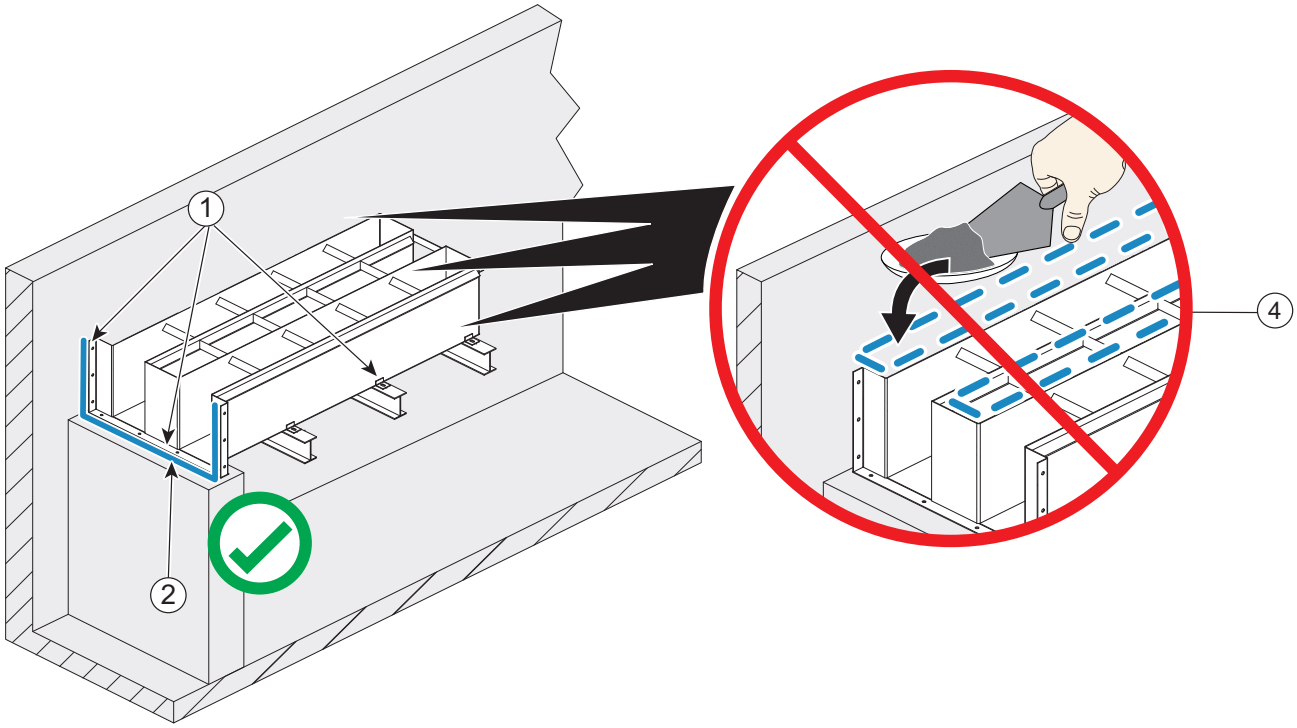
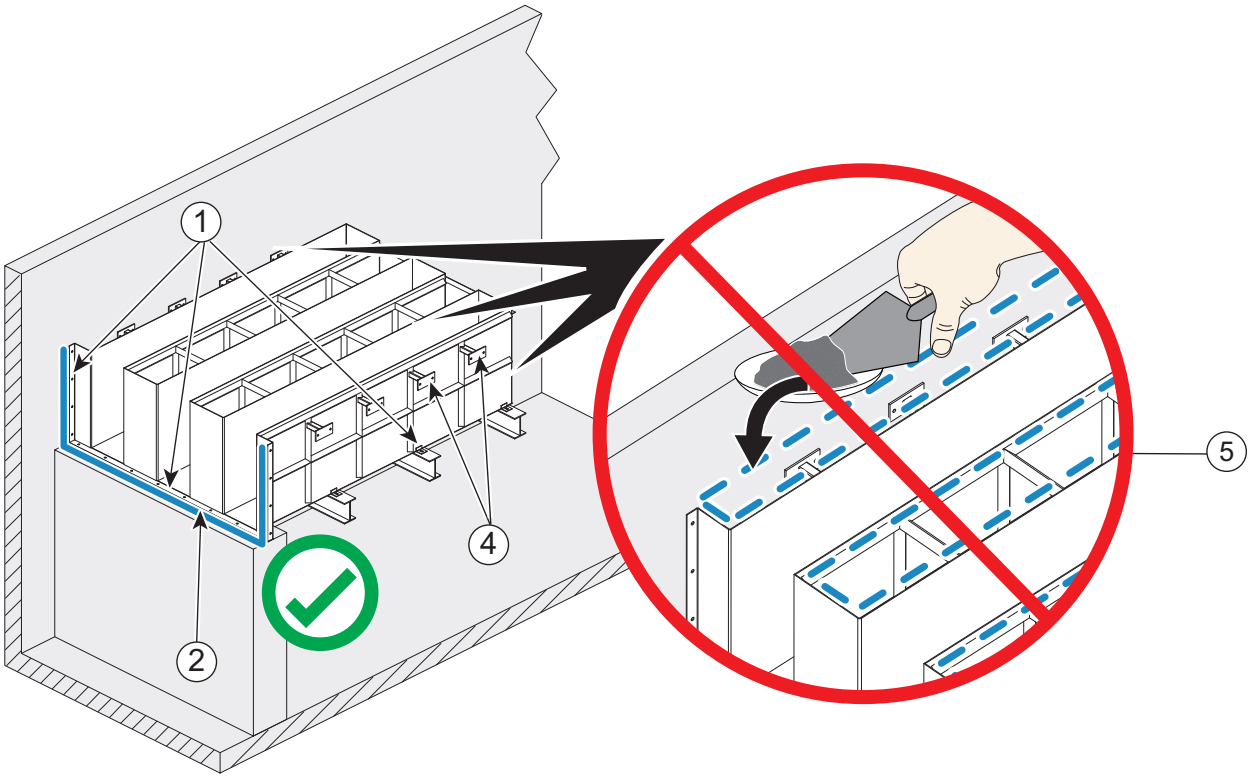

Figure 18 Fixed Rectangular Weir without side supports
Figure 19 Fixed Rectangular Weir with side supports
9. Apply marine grade sealant to all of the weir edges to form a water-tight seal. Refer to Item #2 in Figure 18 and Figure 19. The water should flow over the weir instead of around the edges. Make sure that there are no leaks in the weir.